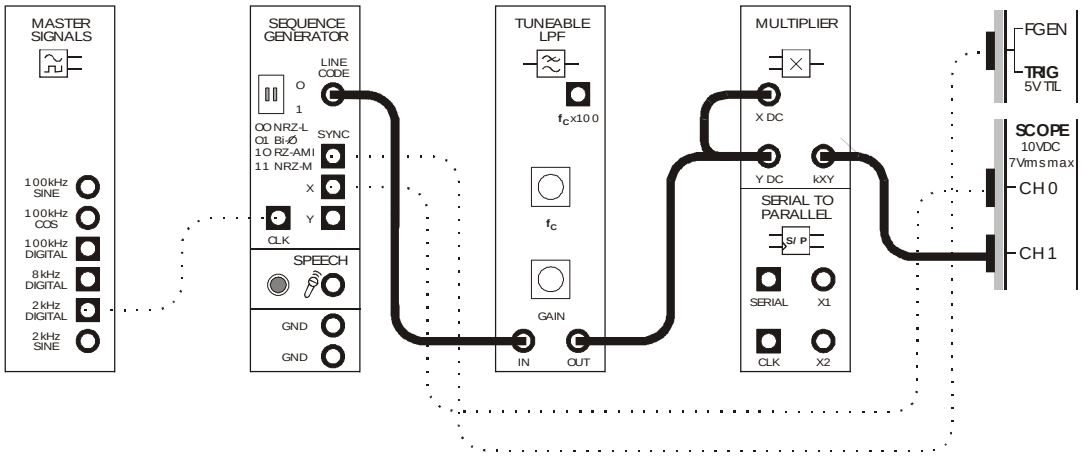
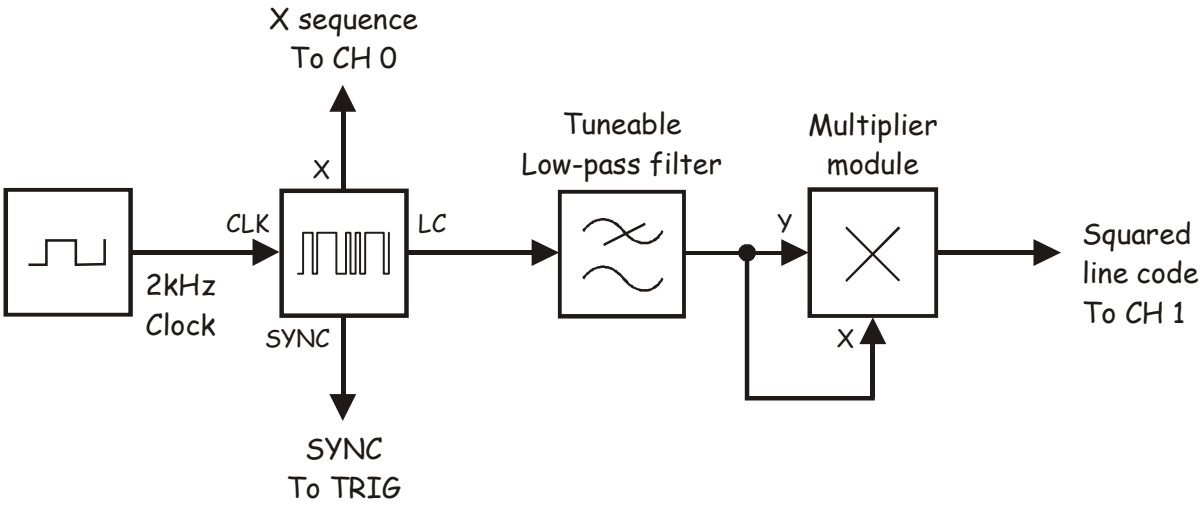

Figure 6
Figure 7
48. Modify the set-up as shown in Figure 6 below.
The set-up in Figure 6 can be represented by the block diagram in Figure 7 below. The Tuneable Low-pass Filter module is used to model signal-shaping to reduce signal's bandwidth. The Multiplier module is used to multiply the shaped line code signal with itself effectively squaring it. This multiplies every sinewave in the signal with each other producing a multitude of sum and difference frequencies. Some of these sinewaves are the same frequency as the component in the signal at the original data signal's bit-clock frequency and so add to and enlarge it.